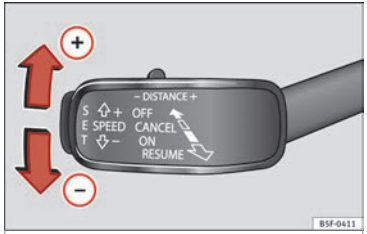

Fig. 197 A la izquierda de la columna de la dirección: tercera palanca para manejar el control adaptativo de velocidad. »
- Para programar la velocidad actual pulse la tecla SET ››› **fig. 197**.
- Para aumentar o disminuir la velocidad paso a paso, pulse brevemente la palanca hacia arriba/abajo ››› **fig. 197**.